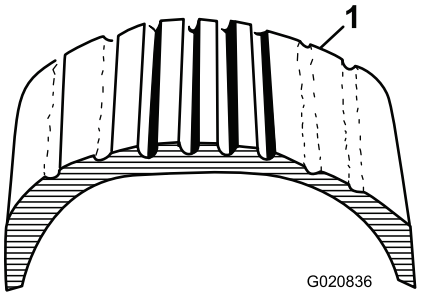
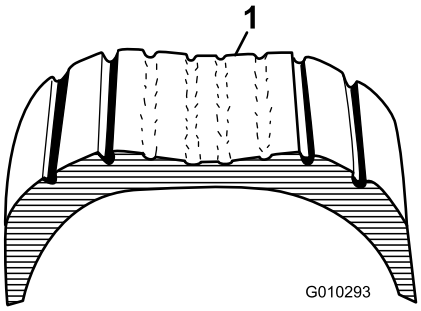

Figura 19
Figura 20
1. Inspeccione visualmente los neumáticos en busca de daños y desgaste (Figura 19 y Figura 20).